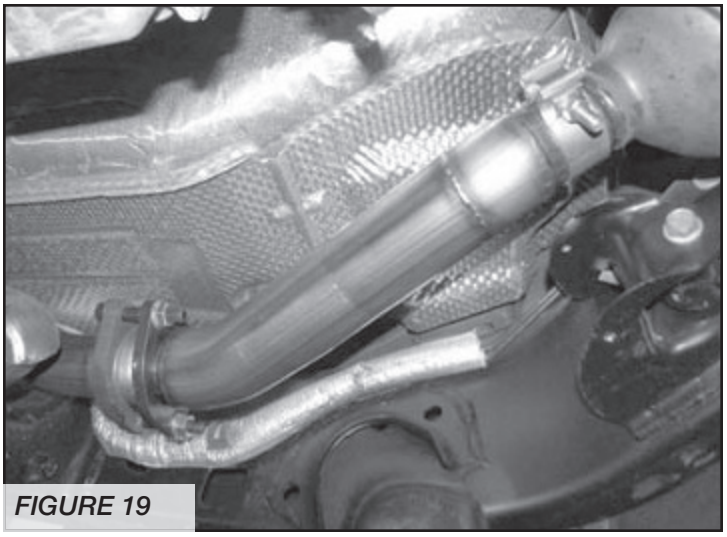

*FIGURE 19*
16. Rotate the rear of the pipe with the two bolt flange up to the factory flange and install the hardware. Torque the two bolt flange and clamp to 37 ft-lbs. **SEE FIGURE 19.**